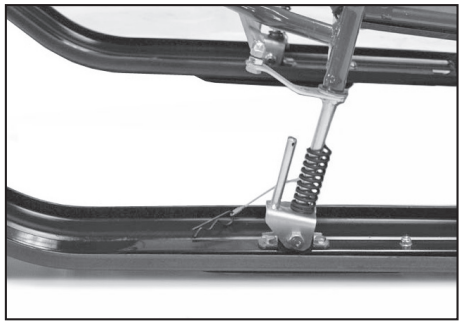

Рис. 11
1. Вставьте стойку лыжи в рулевую вилку (*рис. 11*);